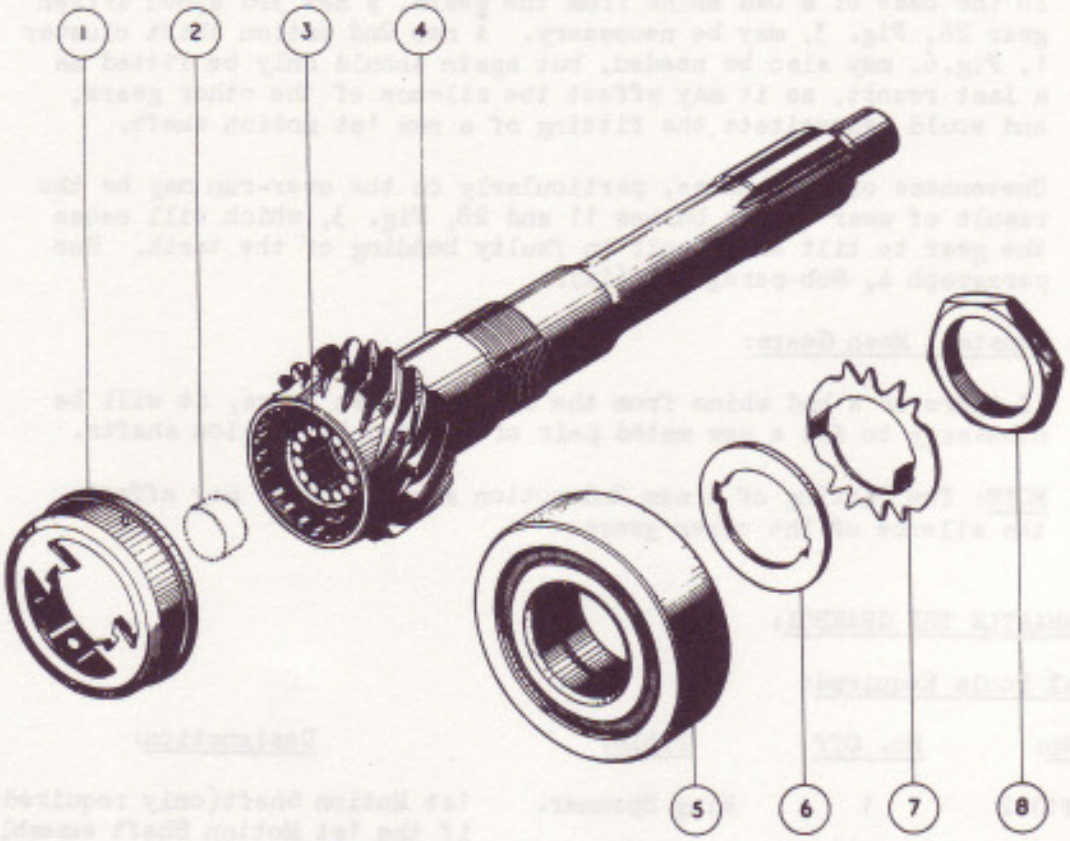

FIG. 2. EXPLODED VIEW - 1ST MOTION SHAFT.
(v) Remove the 6 nuts securing the front end cover to the gearbox and withdraw the 1st motion shaft assembly which contains 14 rollers, (3 Fig.2). Recover any rollers which may have fallen into the gearbox, also the Bakelite roller retainer (2). It should be noted that the function of the roller retainer is to keep the 14 rollers in position in the 1st motion shaft during assembly to the gearbox. It is pushed by the nose of the 3rd motion shaft into the 1st motion shaft where it remains and plays no further part. Remove the cone (1 Fig. 2).